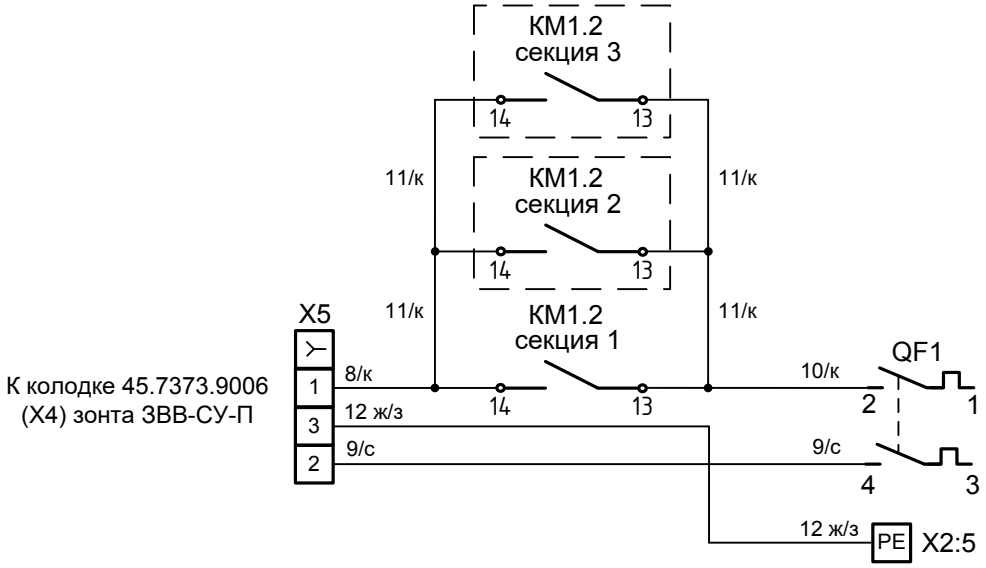

Рис.2 Схема подключения зонта ЗВВ-1500П к верхней секции шкафа ЭШП-1-3-СУ
- провод поз. 8/к подключить: один конец с наконечником гильза к контактору КМ1:14 верхней секции шкафа, а другой конец с наконечником SF2DK (Фз) - к колодке 45.7373.9005 из комплекта согласно рис. 2;
- провод поз. 10/к подключить: один конец к автоматическому выключателю QF1:2, а другой конец - к контактору КМ1:13 верхней секции шкафа согласно рис. 2;
- провод поз. 9/с подключить: один конец с наконечником гильза к автоматическому выключателю QF1:4 верхней секции шкафа, а другой конец с наконечником SF2DK (Фз) - к колодке 45.7373.9005 из комплекта согласно рис. 2;
- провод поз. 12/ж-з подключить: один конец с наконечником гильза к клемме Wago X2:5 верхней секции шкафа, а другой конец с наконечником SF2DK (Фз) - к колодке 45.7373.9005 из комплекта согласно рис. 2;
- провод поз. 11/к подключить: один конец к контактору КМ1:13 верхней секции шкафа, а другой конец к контактору КМ1:13 средней секции шкафа согласно рис. 2;
- провод поз. 11/к подключить: один конец к контактору КМ1:14 верхней секции шкафа, а другой конец к контактору КМ1:14 средней секции шкафа согласно рис. 2;
- провод поз. 11/к подключить: один конец к контактору КМ1:13 средней секции шкафа, а другой конец к контактору КМ1:13 нижней секции шкафа согласно рис. 2;
- провод поз. 11/к подключить: один конец к контактору КМ1:14 средней секции шкафа, а другой конец к контактору КМ1:14 нижней секции шкафа согласно рис. 2;